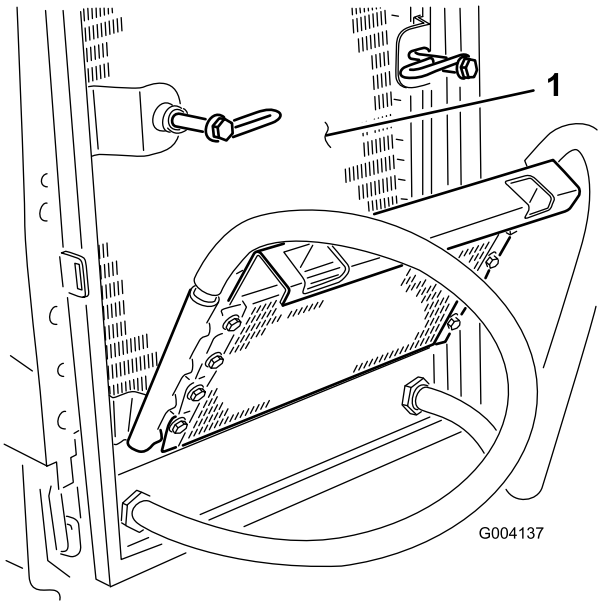

Figur 61
7. Rengør begge sider af oliekøleren og køleren (Figur 61) grundigt med trykluft.